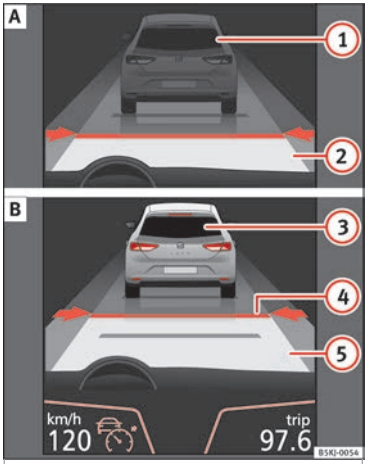
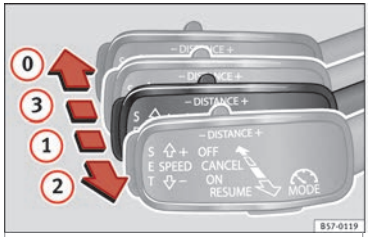
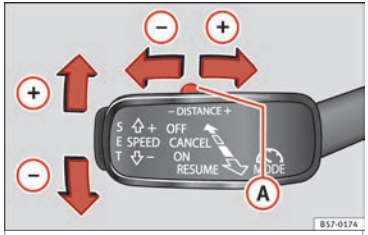

Fig. 194 On the instrument panel display: (A) ACC inactive (Standby). (B) ACC active.
Fig. 196 On the left of the steering column: third lever for operating the Adaptive Cruise Control.
Fig. 197 On the left of the steering column: third lever for operating the Adaptive Cruise Control.
Indications on the display ››› **Fig. 194**:
programmed speed and ACC status will be displayed ››› Fig. 194.
Once you are driving, if you wish to set the current speed as the vehicle's cruise speed and activate the ACC, press the **SET** button ››› Fig. 197. If you wish to increase or reduce speed by intervals of 1 km/h (0.6 mph), move the lever to position (2) ››› Fig. 196 or press the **SET** button, respectively.
Any modification to the programmed speed will be shown on the bottom left part of the instrument panel display ››› Fig. 194.
To increase/reduce the distance level, press the rocker switch towards the left/right ››› Fig. 197 (A).
- To activate the ACC, with the third lever in position (1) press the **SET** button or move the third lever of the ACC to position (2) ››› Fig. 196. At this point, the image of the ACC on the instrument panel display will switch to *Active* mode ››› Fig. 194.
To disconnect the ACC move the lever to the (0) position ››› Fig. 196 (engaged). An **ACC** `deactivated` message appears and the function is totally deactivated.
If you do not wish to disconnect the ACC, just to switch it temporarily to inactive mode (Standby), move the third lever to position (3) ››› Fig. 196 or press the brake pedal.